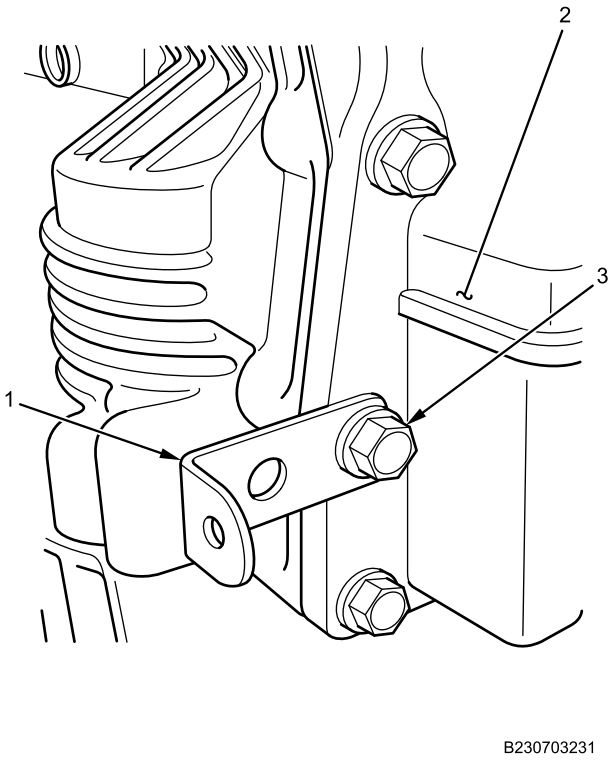

Figure 19. Bracket Installation.
2. Install bracket (Figure 19, Item 1) on transmission (Figure 19, Item 2) with bolt (Figure 19, Item 3).